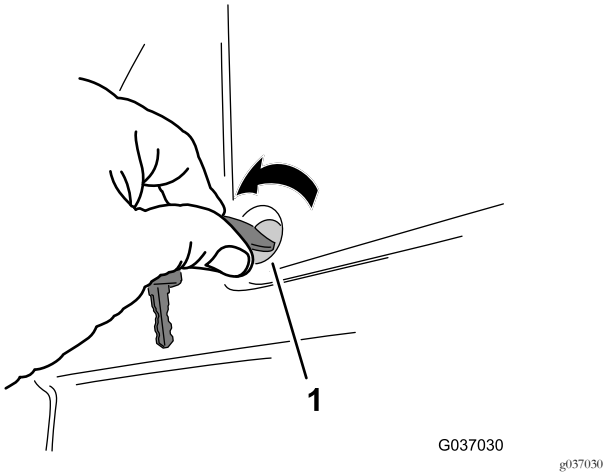

Rysunek 1
1. Przekręć w lewo 2 mocowania typu ćwierć obrotu mocujące pokrywę akumulatora do podestu operatora, a następnie zdejmij pokrywę (Rysunek 1).